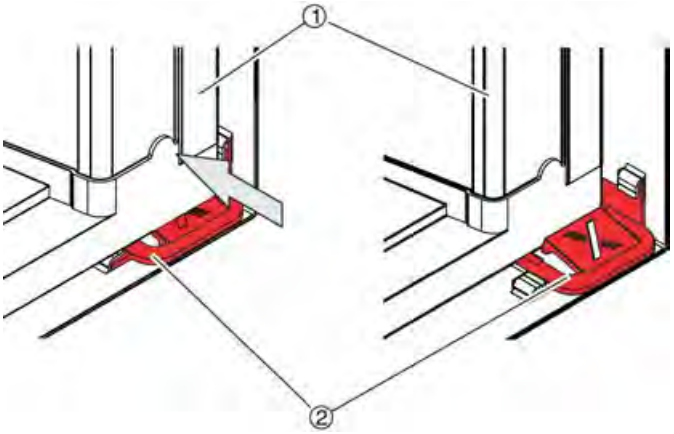

Fig. 22: Filterelementet låses på plads
6. Skub det nye filterelement (Fig. 22 /1) ind og over hurtigudløserne (Fig. 22 /2), indtil det låses på plads.